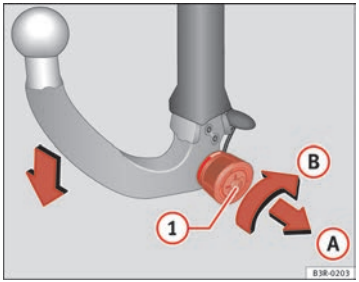
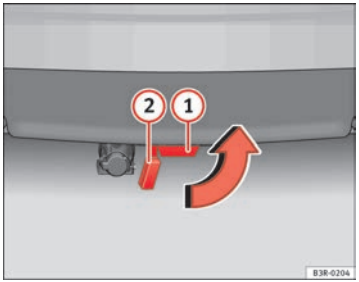

Fig. 159 Removable towing bracket: Removing the ball joint
Fig. 160 Rear bumper: fitting the cover piece
– Insert the key in the lock (1) ⇒ fig. 159 on the knob.
- Take hold of the ball joint and pull out the knob in direction (A).
- Keep hold of the knob and turn it as far as it will go in direction (B).
- Pull the ball joint down out of the mounting fixture (1) ⇒ page 205, fig. 160. The cover piece will cover the mounting fixture automatically (2).